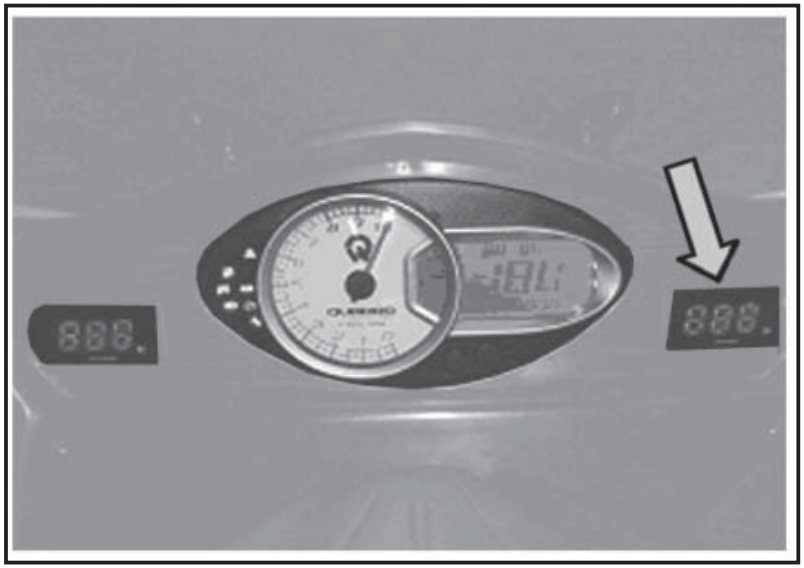

Fig. 01 QSI0059
6.12 LIQUIDO DI RAFFREDDAMENTO (Fig. 01)